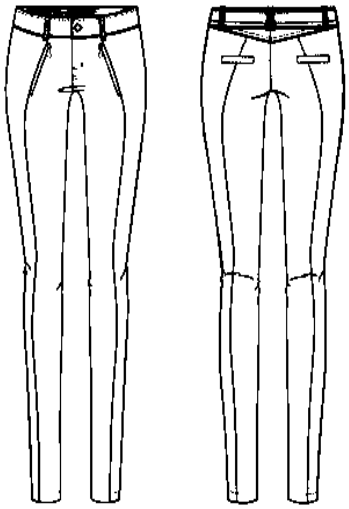

FIGUUR 8
3.1 Bestudeer die skets van die broek in FIGUUR 8 en beantwoord die vrae.
3.1.1 Noem die sak wat agterop die broekontwerp in FIGUUR 8 hier bo aangebring is. (1)
3.3 'n Reguit lyfband rond die ontwerp in FIGUUR 8 hier bo af. Rekbroeksbande kan ook in die middellyfarea aangebring word.